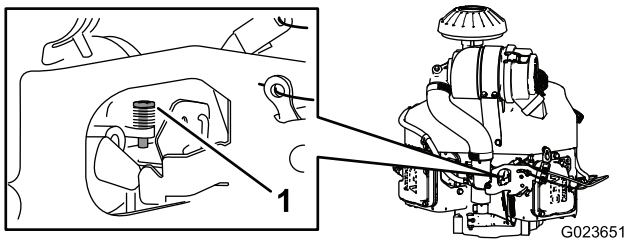

Figur 68
4. Juster stopskruen på karburatoren (Figur 68), så tomgangshastigheden er 1350 til 1550 o/m.